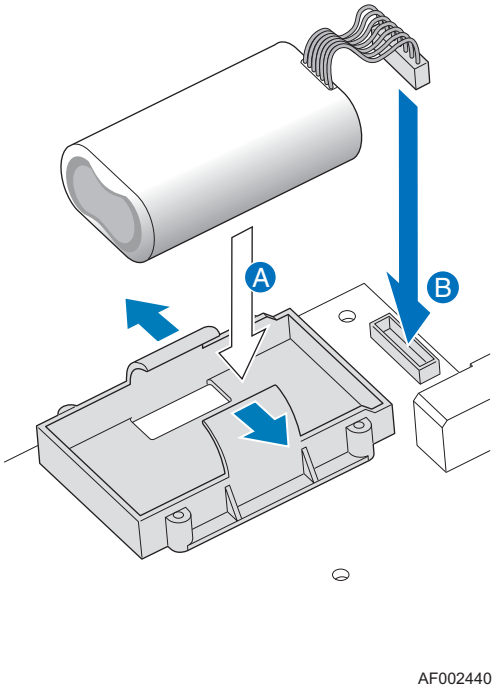

Figure 14. Installing Backup Battery
6. Install the backup battery in the black plastic battery holder (see letter “A” in Figure 14). Connect the battery cable to the battery connector on the printed circuit board (see letter “B” in Figure 14).